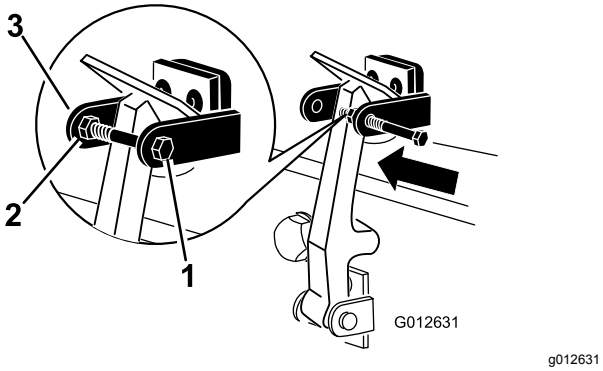

Figur 6
7. Skruva i bulten i den andra armen på motorhuvsspärrens fäste för att låsa spärren på plats (Figur 6). Dra åt skruven ordentligt, men dra inte åt muttern.